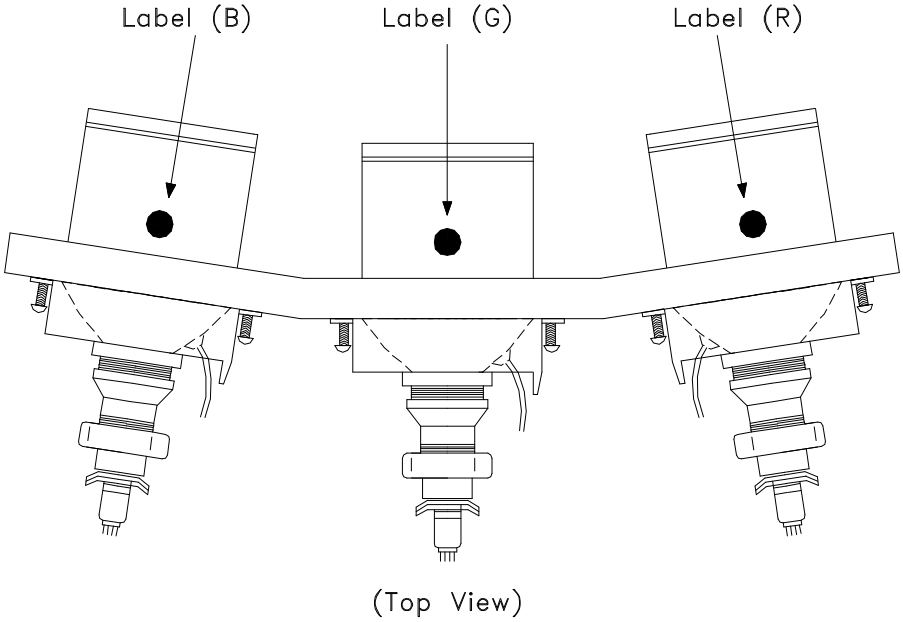

Figure 5-7
a) Position the Lens so that the Label faces the direction shown in Figure 5-7